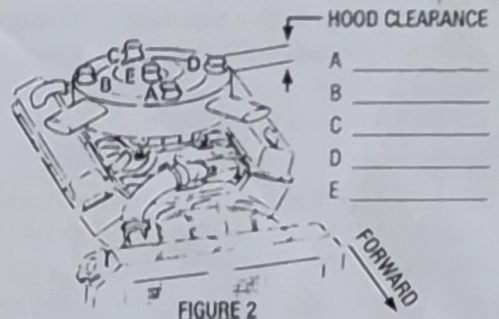

FIGURE 2
4. See Figure 2 and record measurements in blank spaces labeled A-B-C-D-E.